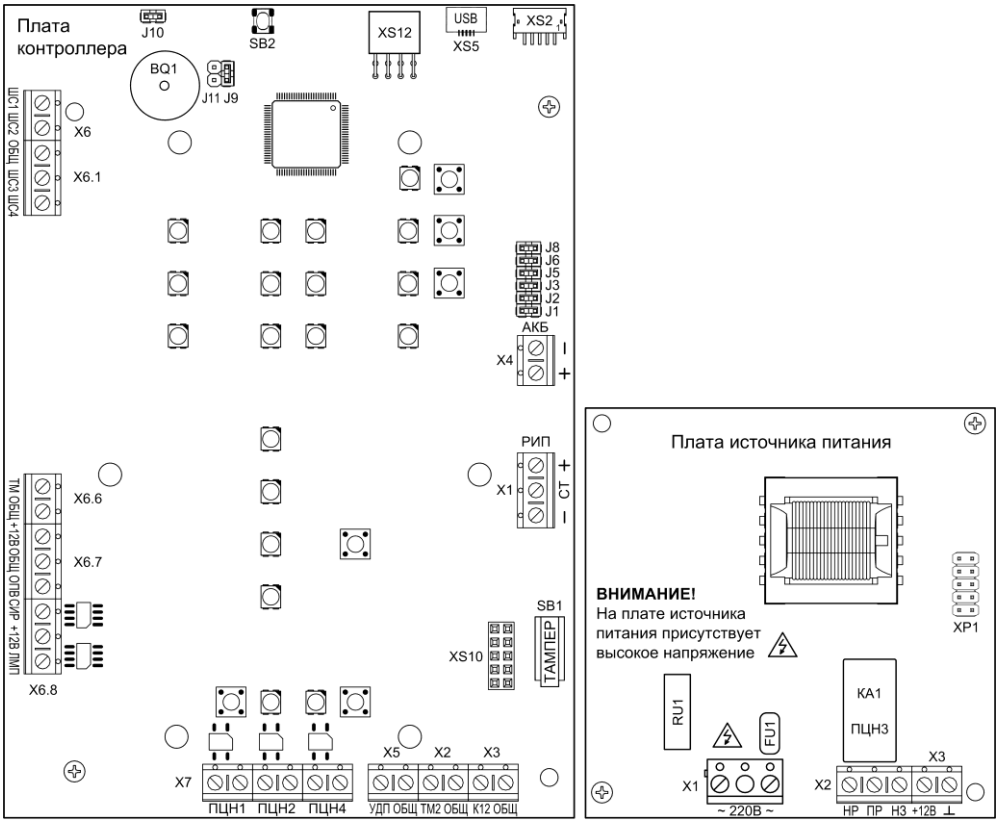
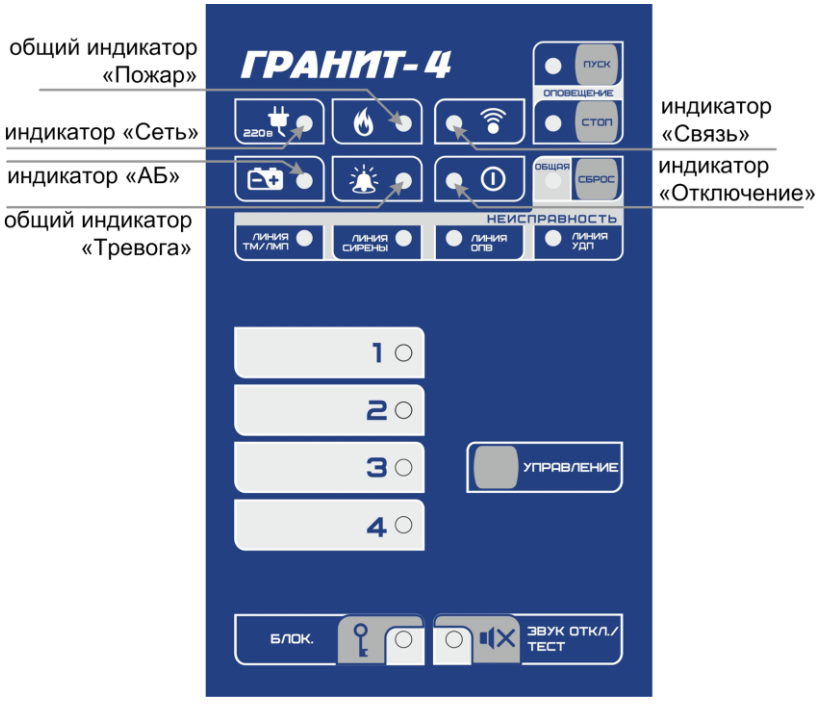

Рис.1 Плата контроллера Гранит-4 (вид со снятой панелью индикации и управления) и плата источника питания
Рис.2 Панель индикации и управления прибора Гранит-4
Прибор состоит из корпуса и съёмной крышки. В корпусе расположены плата контроллера и плата источника питания (рис.1). На плате контроллера установлена панель индикации и управления (рис.2).
3.1 На плате контроллера (рис.1) расположены следующие элементы:
3.2 На панель индикации и управления прибора (см. рис.2) выведены:
3.3 На плате источника питания (рис.1) расположены следующие элементы: